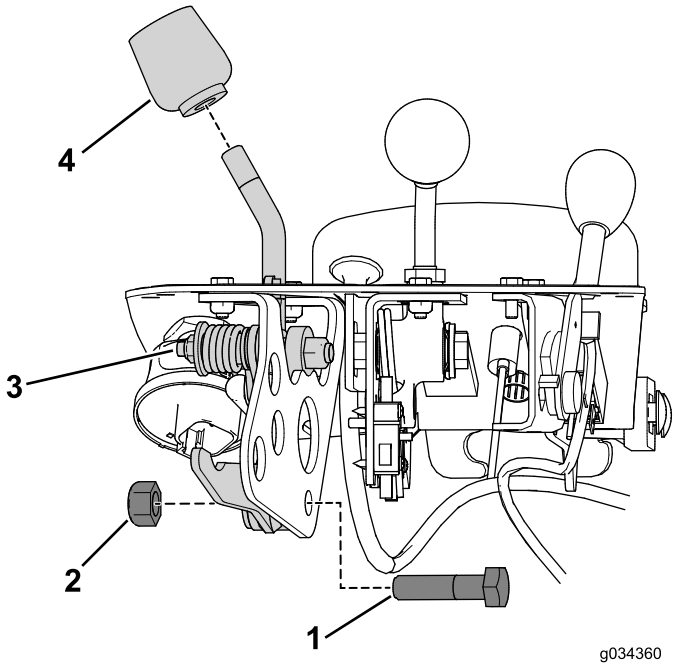

Figure 8
6. Déposez le pommeau du levier de commande de fonction (Figure 8).
7. Retirez le boulon et l'écrou qui fixent le levier de de commande de fonction à son support (Figure 8).